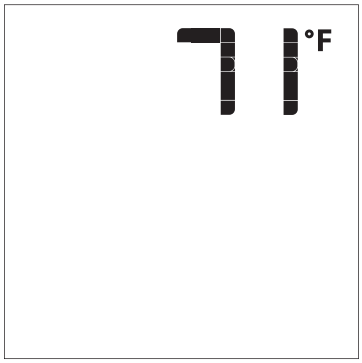

Figure 74
4. With the system ON , press the ON/OFF Key on the Transmitter. The Transmitter LCD display will show the room temperature. **See Figure 74.** At the same time the Receiver will turn off the appliance.